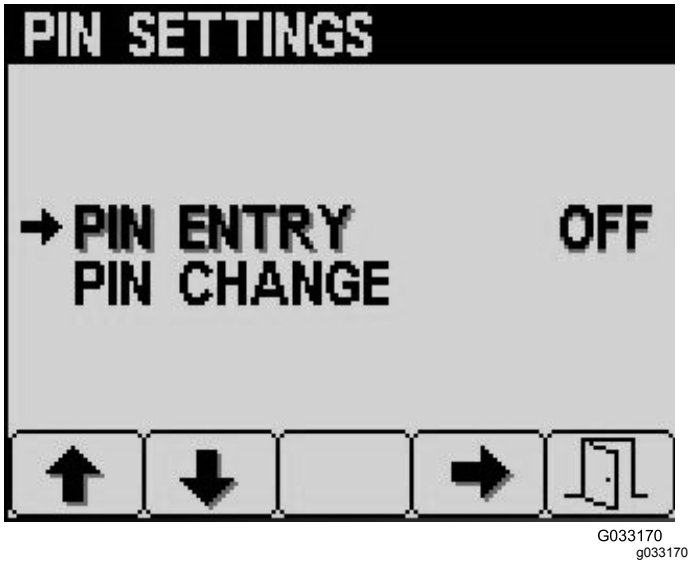

Figuur 22
5. Druk in het scherm Code-instellingen op knop 4 om Invoer Code te selecteren (Figuur 22).
5. Druk op knop 2 tot u in het scherm Code-instellingen Code Wijzigen bereikt en druk op knop 4 om Code Wijzigen te selecteren (Figuur 22).